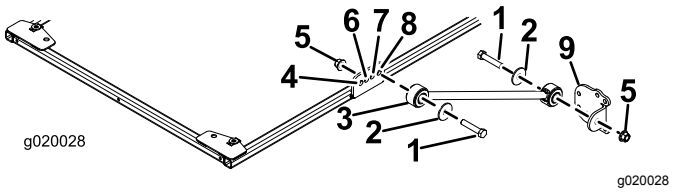

Bild 20
- Modelle 03820, 03821, 30604, 30605, 30608 und 30609: Befestigen Sie eine Strebe an jeder Seite des Sonnendachrahmens mit einer Schraube (½" x 2½"), einer Scheibe (½") und einer Bundmutter (½") lose im **hinteren** Loch der Strebenhalterung, wie in Bild 20 abgebildet.
8. Befestigen Sie eine Strebenhalterung mit einer Schraube (½" x 2½"), einer Scheibe (½") und einer Bundmutter (½") an jeder Strebe, wie in Bild 20 abgebildet.